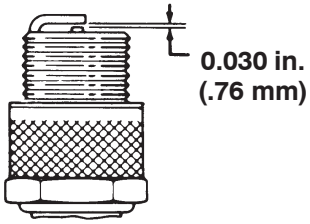

Figure 39
4. Set the air gap between the center and side of the electrodes at 0.030 in. (.76 mm) (Fig. 39) Install the correctly gapped spark plug w/gasket seal, and tighten the plug to 200 in.-lb. (23 N·m). If a torque wrench is not used, tighten the plug firmly.